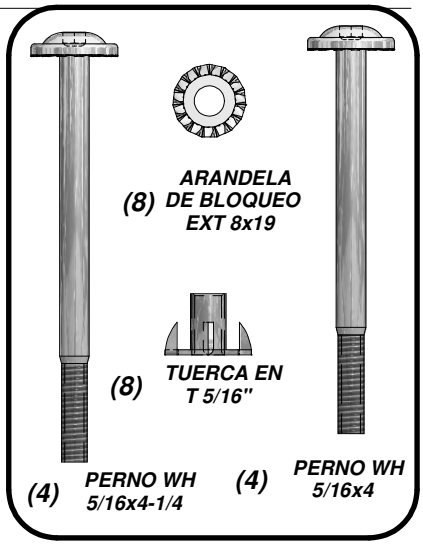

FIG. 1
- ***INSERTE TUERCA EN T (FIG. 1).***